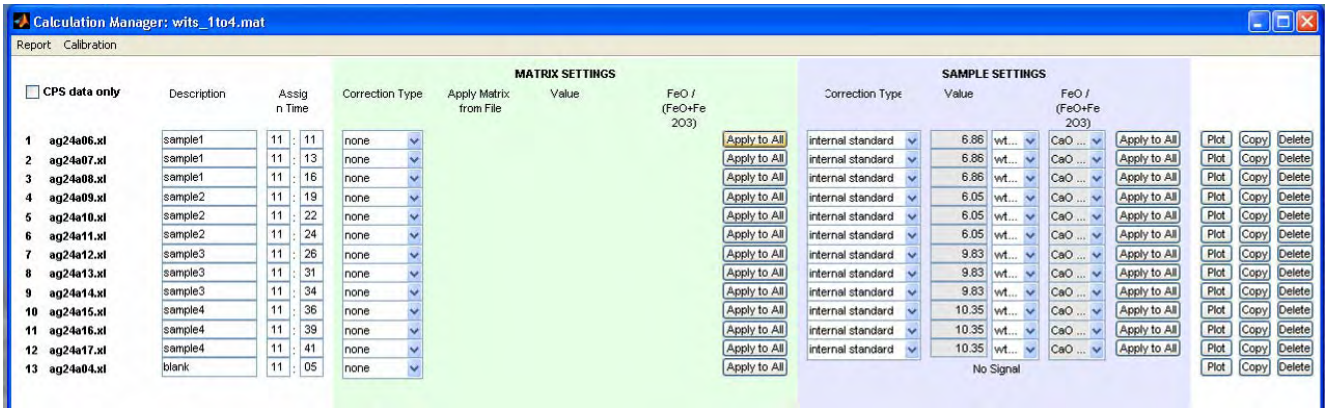

Figure 23
1. Define the internal standard concentrations for the samples, i.e. a major element of the XRF analysis (Fig. 23)